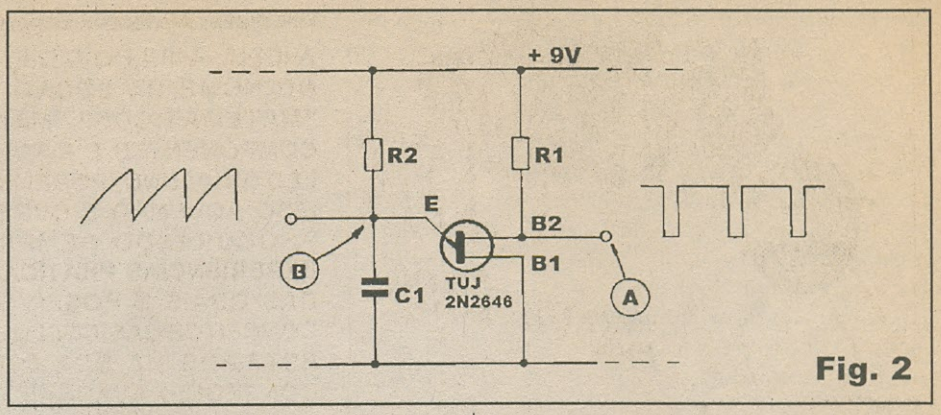

Fig. 2
- FIG. 2 - *CIRCUITAGEM* BÁSICA DE UM OSCILADOR COM TUJ... - É bom notar, desde logo, que o TUJ é um componente *especializado*, portanto muito menos versátil do que um transístor comum, bipolar (já estudado em alguns dos seus aspectos aplicativos, nas *aulas* anteriores...). Não são muitas as funções em que podemos aplicar um TUJ... No entanto, devido à sua especialização, **o que ele faz, faz *melhor* (e em arranjos mais simples...) do que qualquer outro componente**...! Uma das principais aplicações do TUJ está no arranjo do OSCILADOR DE RELAXAÇÃO, cuja
Uma das principais vantagens encontradas num módulo circuital de oscilador de relaxação com TUJ, além da óbvia simplificação (com relação a arranjos de função semelhante, feitos com *outros* componentes semicondutores ativos...), é a possibilidade direta de obtermos **dois** *formatos* de onda ou "desenhos" de pulsos/sinais (das mesma frequência, certamente...) bastante distintos! Conforme vemos na mesma **FIG. 2**, no ponto B é possível recolher uma forma de onda tipo *dente de serra*, com uma *subida* exponencial (à medida que o capacitor C1 é carregado...) e uma *queda* ***muito*** rápida na direção de *zero*, quando ocorre a quase imediata descarga do citado capacitor... Também graças à ação da *avalanche* , da rápida realimentação positiva, com o brusco aumento na corrente através de R1 ocasionado pela rápida queda na resistência interna do TUJ, pulsos *negativos* muito estreitos e rápidos são obtidos no ponto A...!